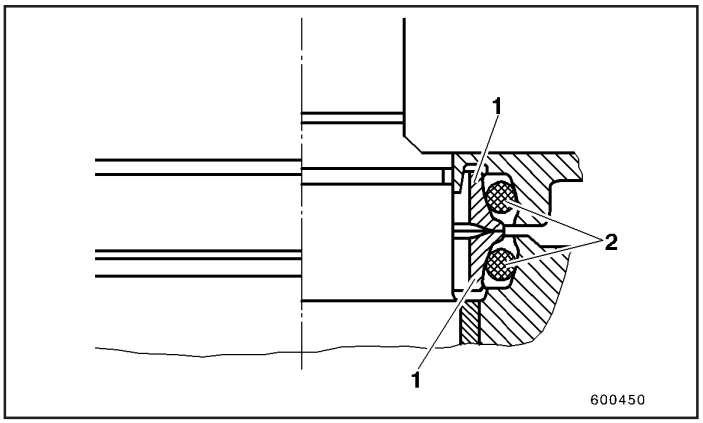

Fig.3
- Coloque uma metade completa (1) e (2) do vedador duo-cone no componente rígido e a outra metade completa no componente giratório (Fig.3) - mas sem usar qualquer lubrificante. Certifique que a distancia “C” é igual em toda volta do vedador.